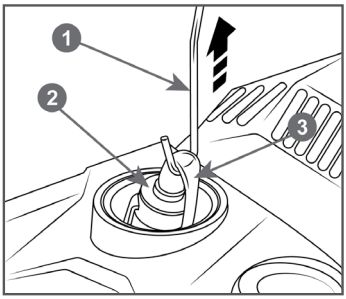

Рис. 22 Обслуживание топливного фильтра
3. Зацепите крючком 2 топливный шланг 3 с фильтром 1 и вытяните через заливную горловину (Рис. 22).